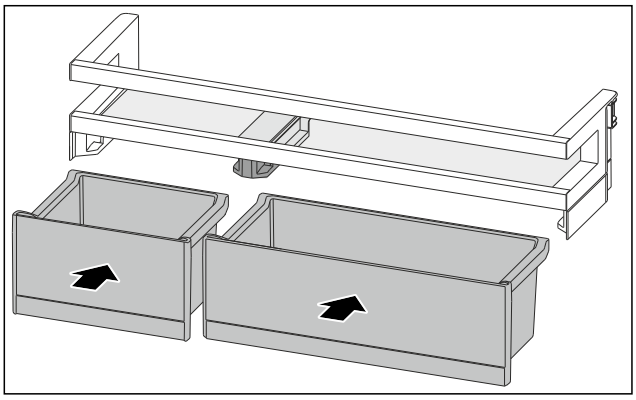

Fig. 155
▶ 排列互换后装入 VarioBox。〔参见 Fig. 155〕